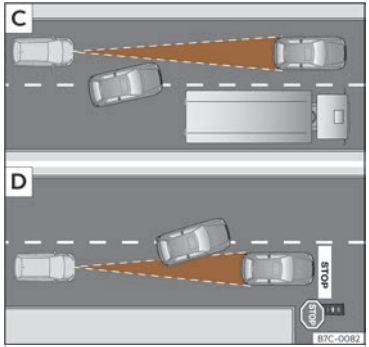

Fig. 134 C Canvi de carril d'un vehicle. D Vehicle girant i un altre d'aturat.
- Vehicles que canviïn al carril pel qual esteu circulant i a poca distància del vostre vehicle ››› **fig. 134** C.
Podria ser que l'ACC no reaccionés davant de vehicles aturats. Si un vehicle detectat per l'ACC gira o s'aparta i davant seu hi ha un vehicle aturat, l'ACC no reaccionarà a la seva presència ››› **fig. 134** D.